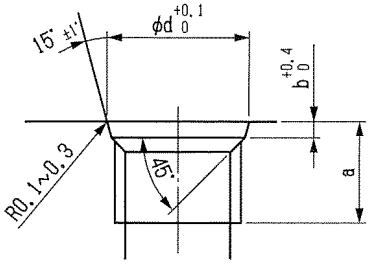

図 6-2　管用平行ねじ(G)ポート形状
- 本製品の各ポートは管用平行ねじ(G)のポートを使用しています。図 6-2 を参照してください。他の規格のねじのホースコネクタを使用すると、本製品が破損し、実機の誤作動による人身事故の発生や実機が破損するおそれがあります。